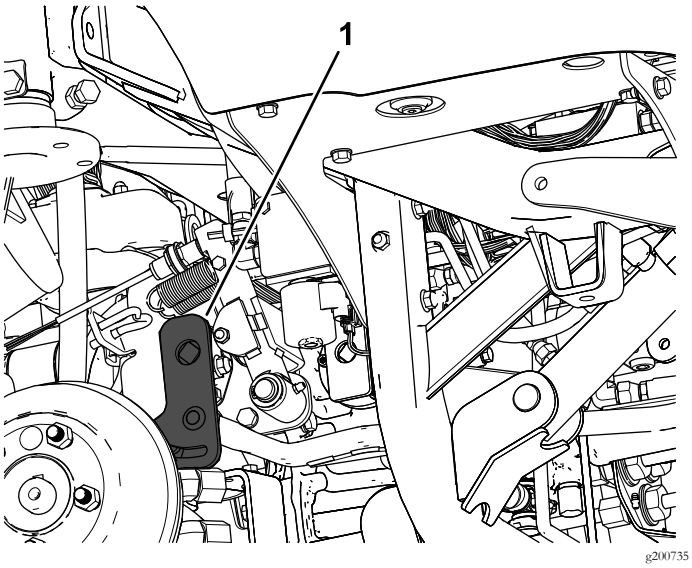

Figur 4
1. Finn og fjern trekkspakearmen (Figur 4).